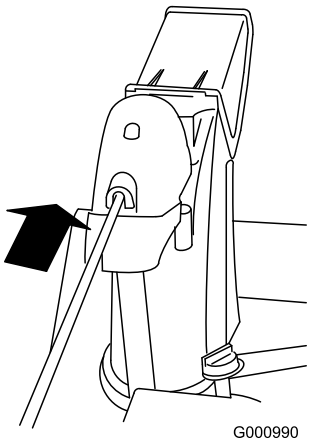

Rysunek 16
4. Umieść przedni koniec drążka w otworze w tylnej części osłony przekładni tunelu wyrzutowego, aż wsunie się do przekładni (Rysunek 16).